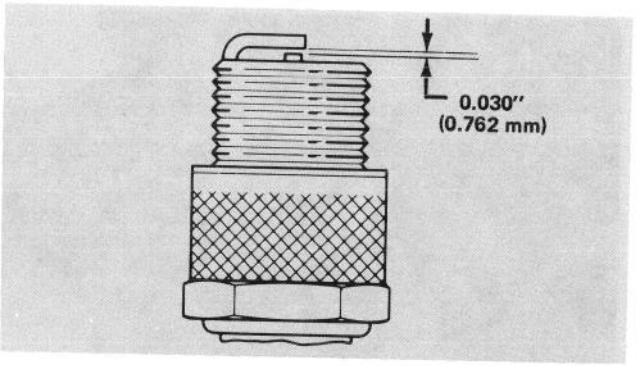

Bild 26
2. Sätt öppningen mellan polerna till 0.762mm (Bild 26). Montera tändstiftet med packning och drag åt säkert till 20.4N·m.